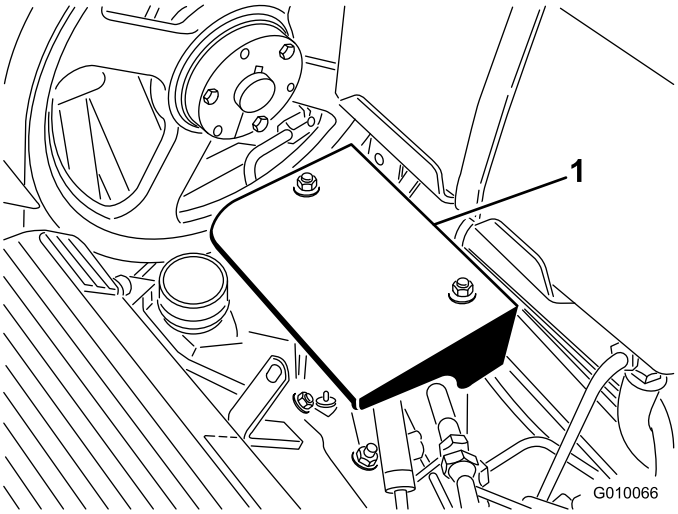

Figuur 57
2. Draai de 2 montagemoeren van het scherm van de pomp los en verwijder het scherm (Figuur 57).